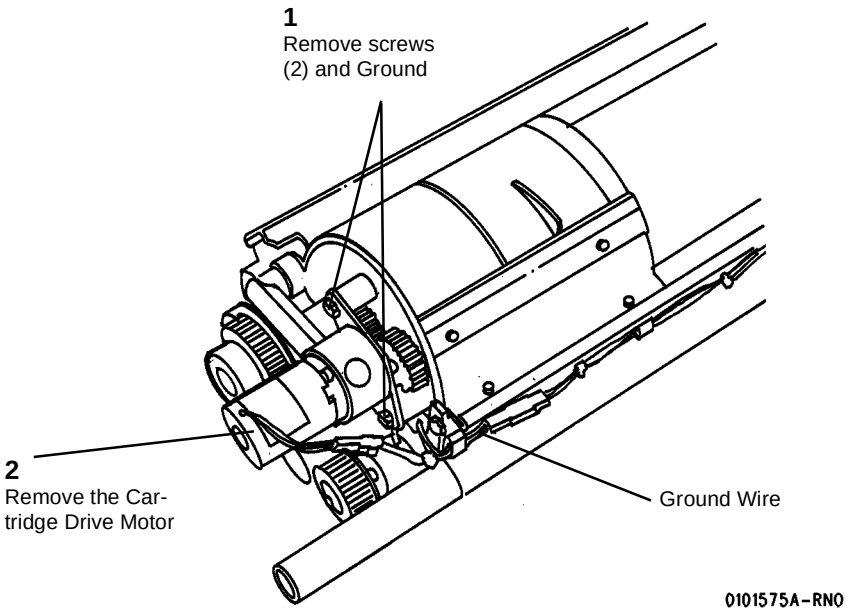

**Figure 1 Removing the Cartridge Drive Motor**
2. (Figure 1): Remove the Cartridge Drive Motor.